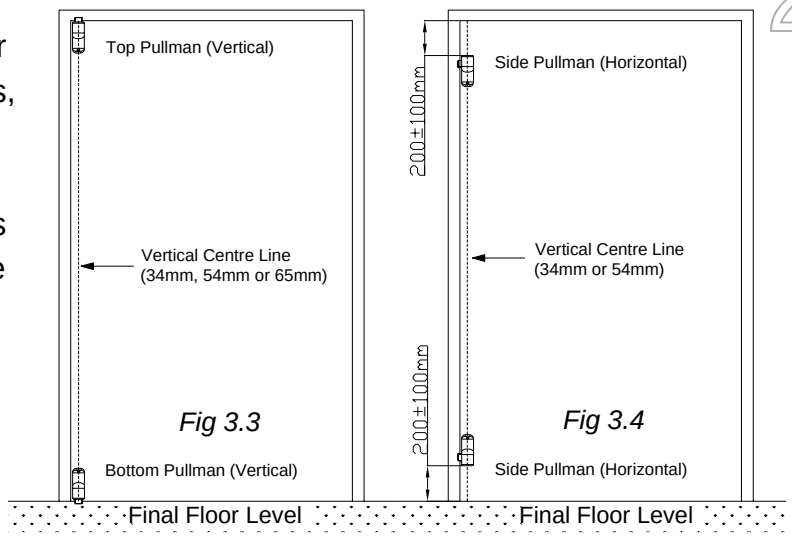

Fig 3.3 *Fig 3.4*
2.2) For Modular Push Bar Panic Latch, close the door. Referring to the Modular Push Bar Panic Latch fitting instructions, locate the vertical centre line guide lines (34mm, 54mm or 65mm). Draw/mark a vertical line on the door as shown in Figs 3.3 or 3.4. This line is the centre line of both Pullmans and the actuating rods that join the Pullmans to the Modular Push Bar Panic Latch.